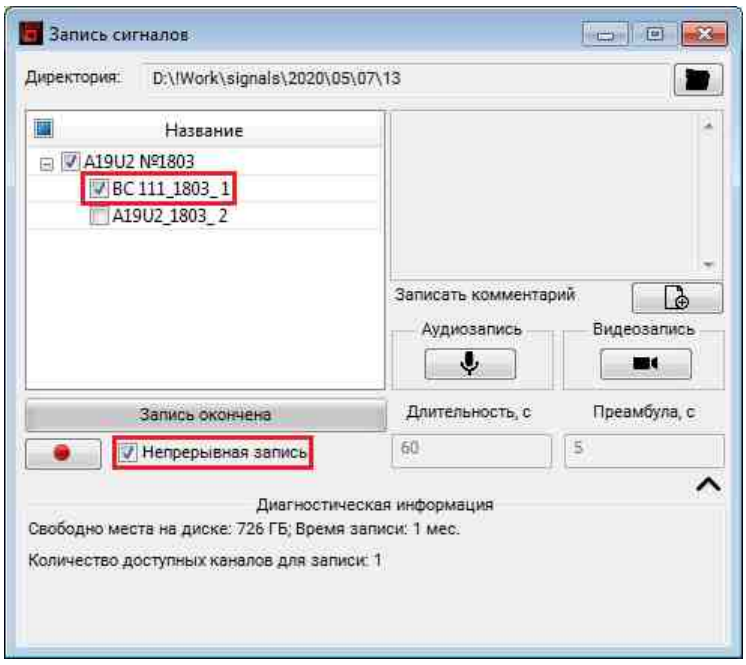

Рис. 2.1 Программа «Запись сигналов»
2. В открывшемся окне программы «Запись сигналов» (*Рис. 2.1*):